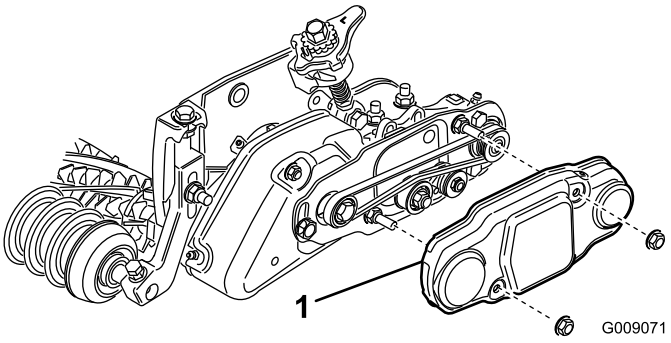

Figure 34
48. Slide the belt cover onto the mounting bolts and secure with (2) flange nuts (Figure 34).